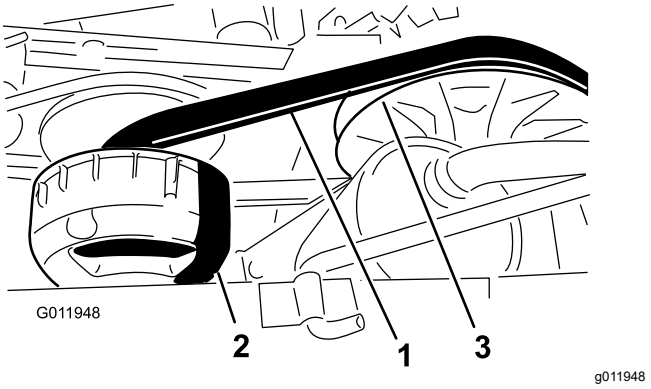

Figur 67
4. Drej og efterse remmen (Figur 67) for tegn på overdreven slid eller skader.
3. Drej remmen, og før den over den sekundære kobling (Figur 67).
4. Fjern remmen fra den primære kobling (Figur 67).
5. Placer den nye rem over den primære kobling (Figur 67).
6. Drej remmen, og før den over den sekundære kobling (Figur 67).